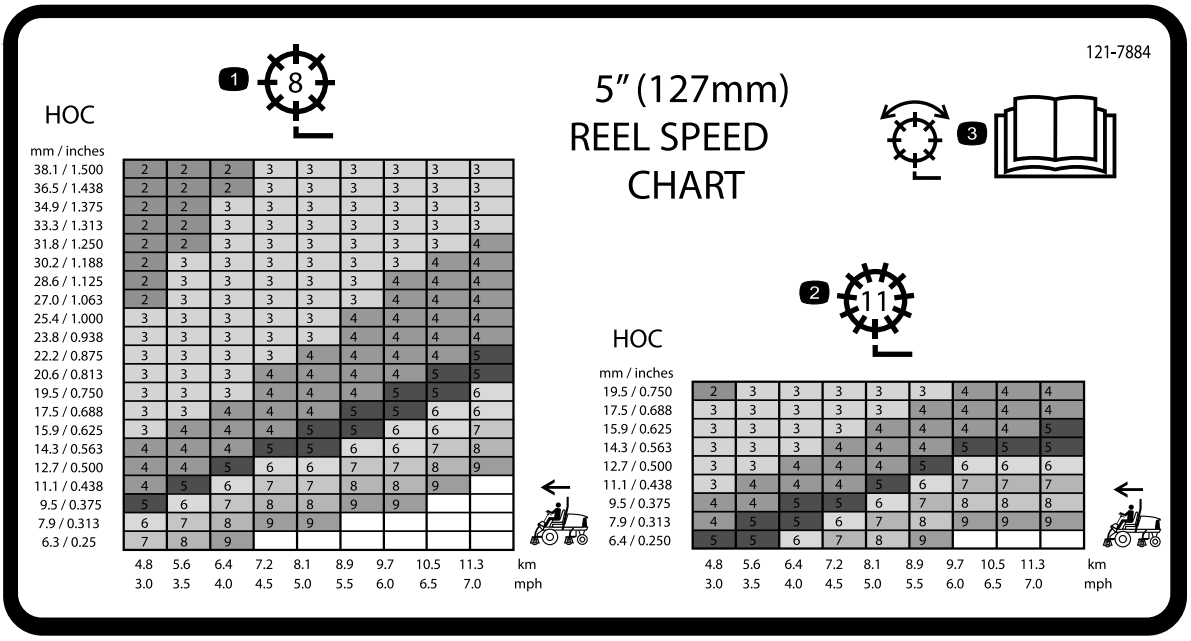
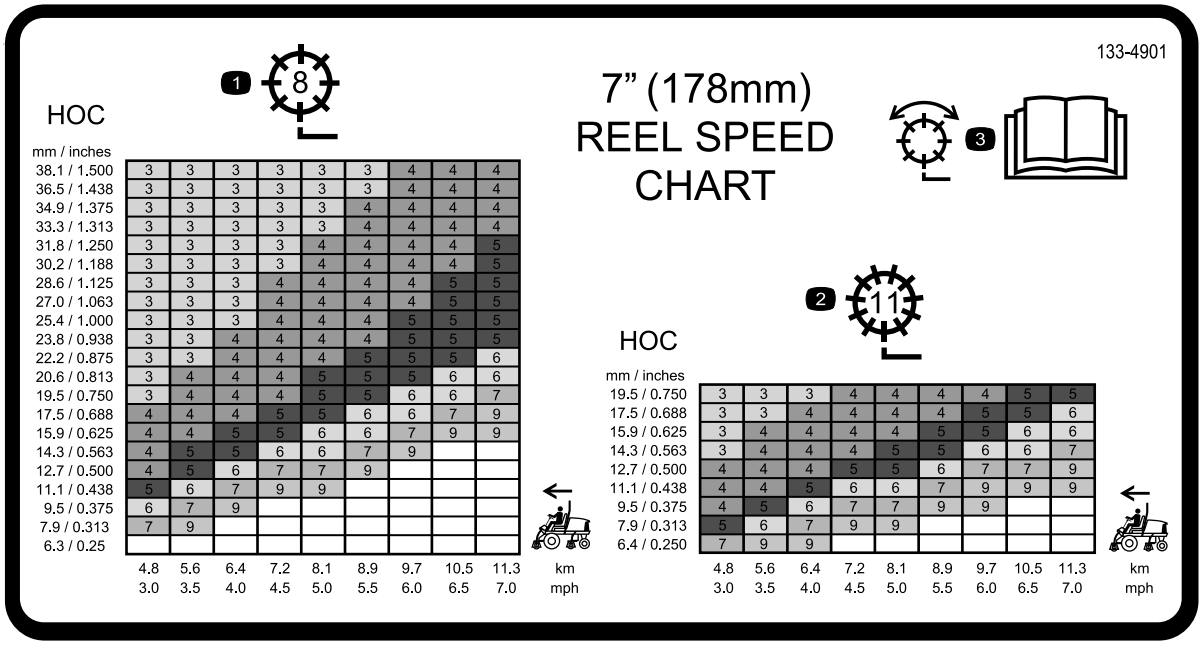

**Figur 40**
**Figur 41**
3. Bestäm korrekt hastighet för cylindrarna genom att använda kurvan på dekalen med tabellen över cylinderhastighet (Figur 40 och Figur 41).